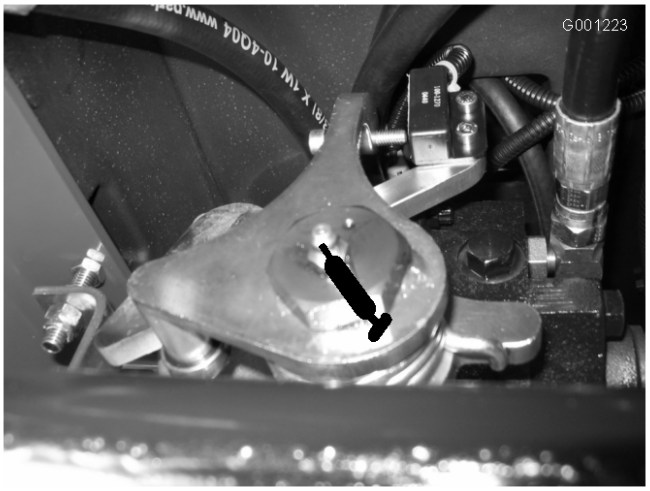

Figur 40
- Transmissionens neutralaxel (Figur 40)